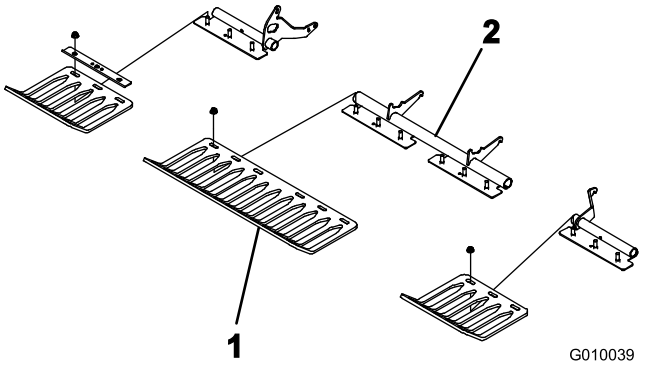

Figur 23
3. Montera gräsmatteskydden löst på gräsmatteskyddsfästena med de fyra klämmorna till gräsmatteskyddet och de tolv flänsmuttrarna (Figur 23). Dra inte åt fästdonen.
Obs: Klämmorna till gräsmatteskyddet och flänsmuttrarna sitter monterade på gräsmatteskyddsfästena vid leveransen (Figur 23).